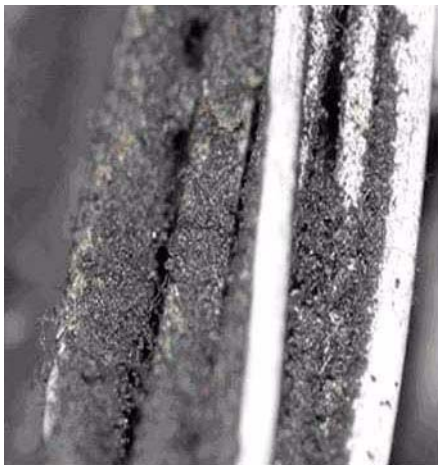

Figure 7-5. Wire Bundle Sand/Dust Accumulation
7.2.2.1.5 Wire Bundles. Sharp angular sand/dust particles can migrate into wiring bundles where vibration caused by equipment operation can result in abrasive action that can cause chafing of the wiring (Figure 7-5). Remove trapped sand from around and between bundled wires to prevent electrical problems.